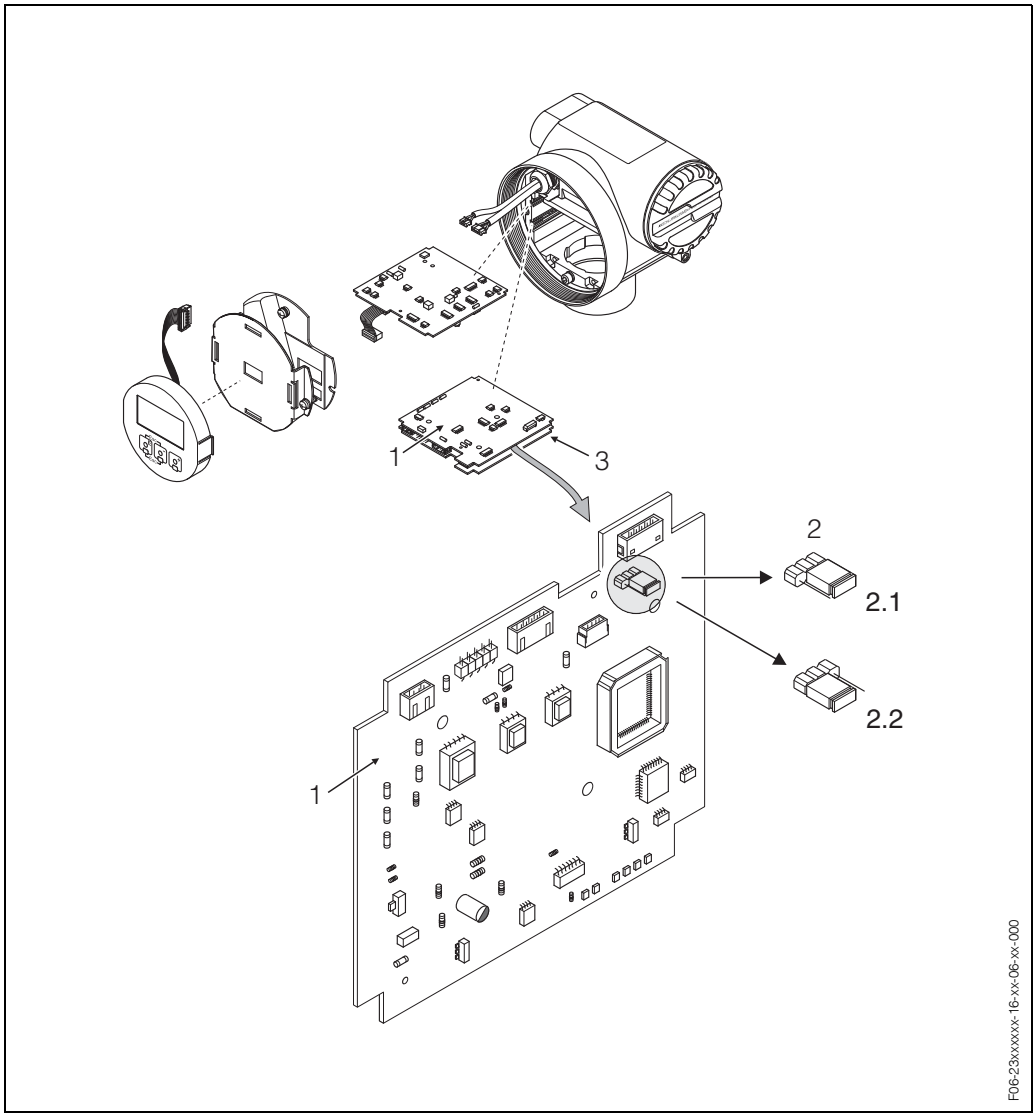

Fig. 33: Ligar e desligar a proteção contra escrita HART
2. Remova a placa I/O (1) → ver página 72.
3. Remova a placa de cobertura (3).
4. Ligue ou desligue a proteção contra escrita HART (2), conforme o caso, através do jumper (Fig. 33).